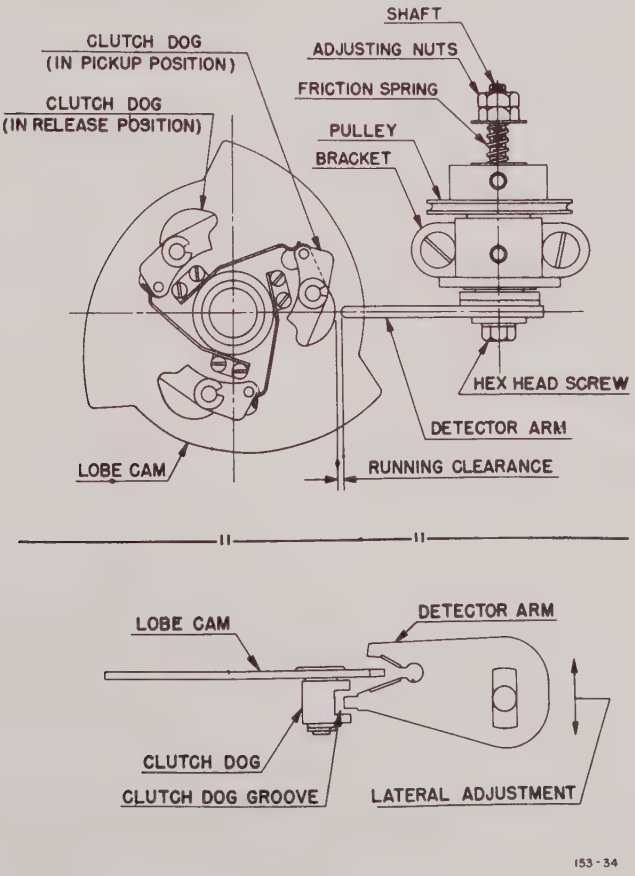

Figure 4. Neutral detector mechanism
a. Check position of detector arm with respect to pulley bracket (fig. 4).
(1) Switch off instrument power.
(2) Manually rotate chart drive motor pinion (clockwise) until a cam lobe passes through the detector arm slot and sets detector arm in its trip position.
(3) Without disturbing detector arm, manually trip a clutch dog (on lobe cam) to its pick-up position.
(4) Turn motor pinion (clockwise) until hump on clutch dog passes tip of detector arm and tip of detector arm is in clutch dog groove.
(5) Equal clearances will exist between tip of detector arm and sides of clutch dog groove when detector arm is positioned correctly.
(6) Check clearances with each clutch dog successively.
(1) Loosen hex-head screw which secures detector arm to pulley bracket (figure 4).
(2) Make lateral adjustment as required to provide equal clearances between detector arm and clutch dog groove.
(3) Tighten hex-head screw to secure detector arm.
(1) Switch off instrument power. Check position of detector arm and adjust if necessary as described above.
(2) Manually rotate chart motor pinion (clockwise) until a cam lobe passes through slot in detector arm and sets arm in its trip position (figure 4).
(3) Without disturbing detector arm, continue to turn motor pinion. Tip of detector arm should trip clutch dog to its pick-up position.
(4) Manually move detector arm toward chassis and turn motor pinion clockwise. Detector arm should trip clutch dog to its release position.
(5) Check action of detector arm with each clutch dog.